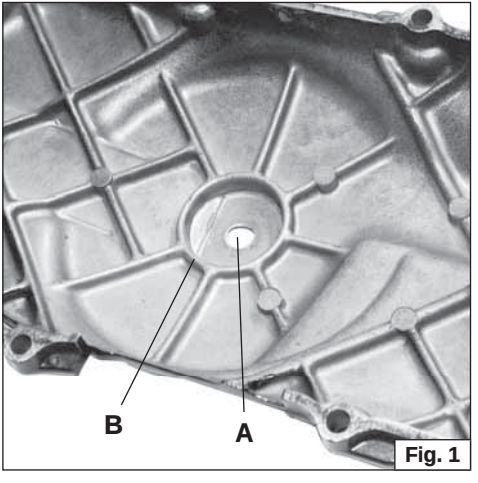

Fig. 1
- Praticare un foro Ø 10 mm sul carter originale **(Fig. 1 – part. A)** centrandolo rispetto alla sede **(Fig. 1 – part.B)**
- Drill a Ø 10 mm hole in the original crankcase cover (**Fig. 1 – part. A**) centring the hole in the recess as shown (**Fig. 1 – part.B**)
- Forer un trou de 10mm sur le carter d'origine (**Fig. 1 – part. A**) en le centrant par rapport au support (**Fig. 1 – part. B**)
- Die Variatorabdeckung muss wie auf Bild 1 **(Abb. 1 – Pos. A)** zu sehen, mit einem Ø10mm Bohrer, zentral durchbohrt werden.
- Hacer un orificio de diámetro 10 mm en el cárter original (**Fig. 1 – part. A**) centrandolo respecto al alojamiento (**Fig.1 – part.B**).